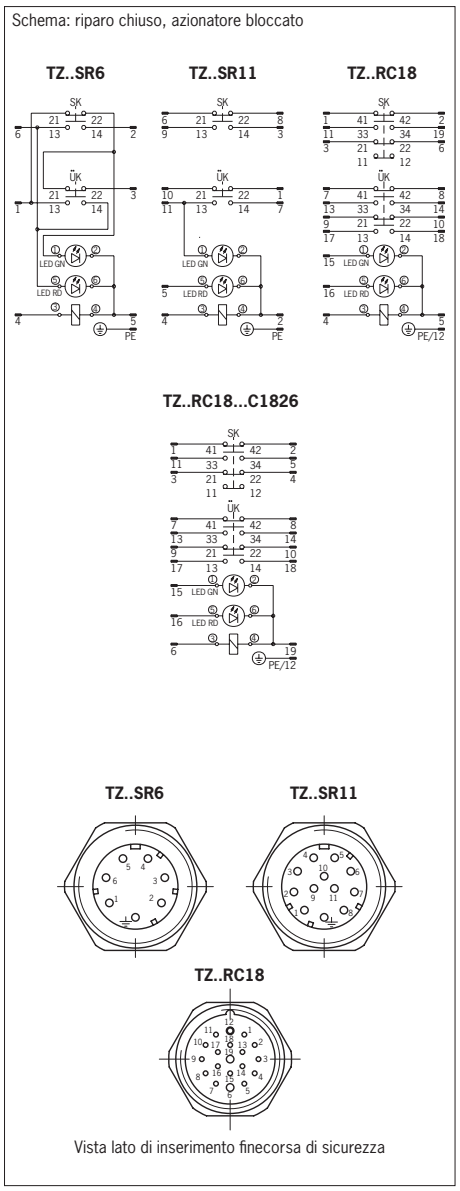

Fig. 3: Connessioni e collegamenti
2. Collegare e serrare i morsetti con una coppia di 0,5 Nm (per la disposizione dei contatti vedere Fig. 3 e Fig. 5).